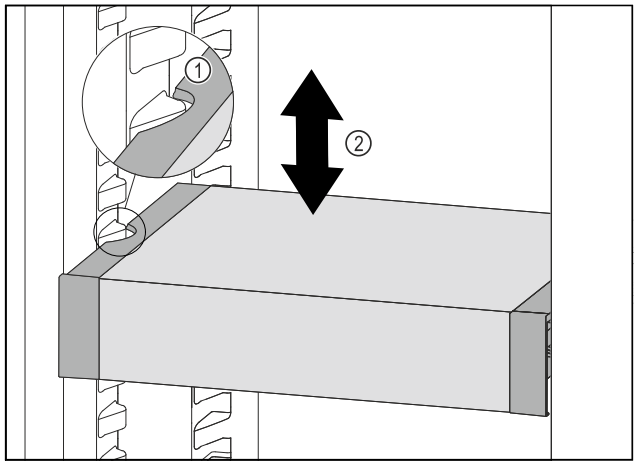

Fig. 98
▶ Trageți în față VarioSafe, până când degajările laterale ale VarioSafe se află la înălțimea nervurii recipientului din frigider. *Fig. 98 (1)*
▶ Mișcați în sus sau în jos VarioSafe în frigider, până când este atinsă înălțimea dorită. *Fig. 98 (2)*